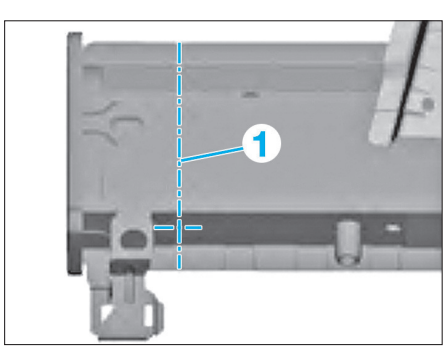

FIG. 3
• Procéder la découpe (1) de la partie avant de longeron au centre de l'alésage de 20 mm de diamètre **(Fig.3)**.